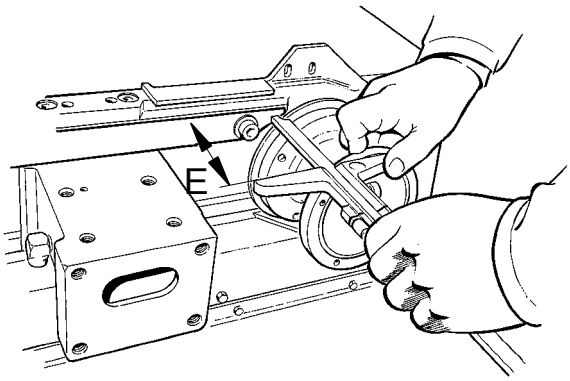

Fig. 9
- **Distance E:** Measure the distance between the front side of the sprocket and the guide plate, see fig. 9. Record the result.
- Repeat the measurement of distance E. Distance E will be equal to distance B, plus or minus half the difference between the distances D and B, see fig. 9. With that the tensioner sprocket is in the middle position between the inner guide and the outer guide.